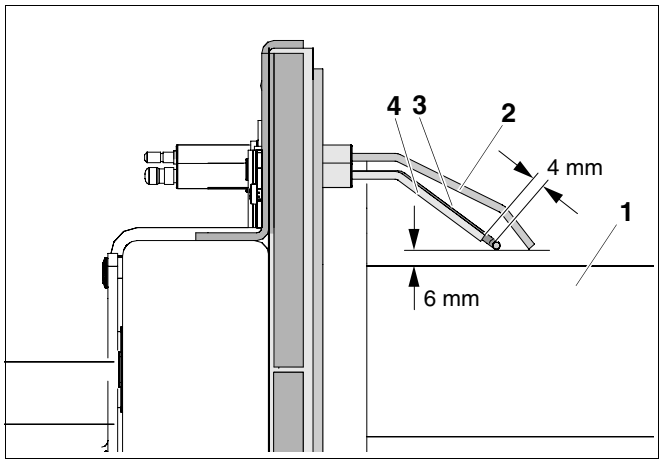

Afb. 56 Elektrodenpositie controleren (maten in mm)
- Meet de afstanden van de elektroden conform ➔ afb. 56 en corrigeer ze eventueel.
- Stel de elektrodenhouder zo af, dat de elektrodenpositie overeenstemt met ➔ afb. 56.